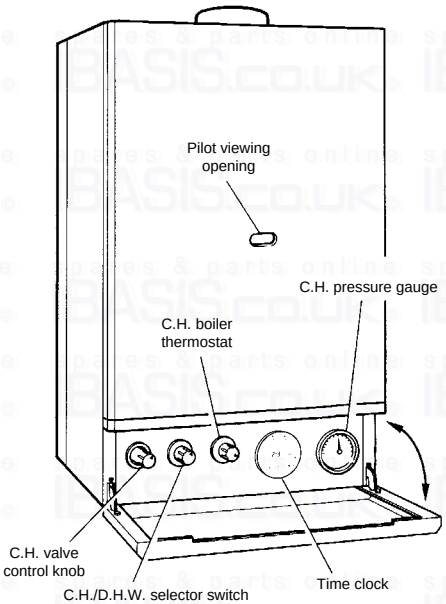

Fig. 16
5.5 **To Light the Boiler** (fig. 16)